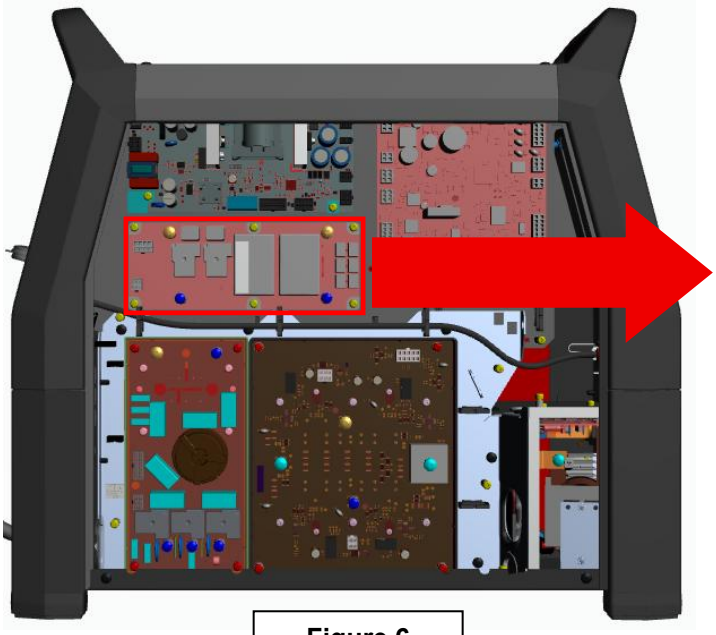

Figure 6
3. Locate the DC Link Capacitor Board. See **Figure 6**.